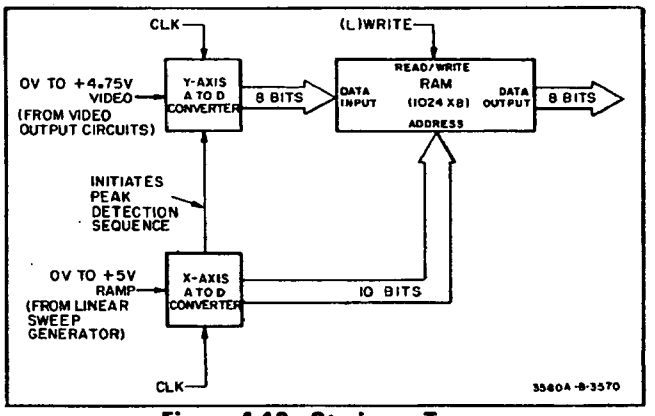

**Figure 4-19. Storing a Trace.**
**4-120. How a Trace is Stored.** Refer to Figure 4-19 for the following discussion.